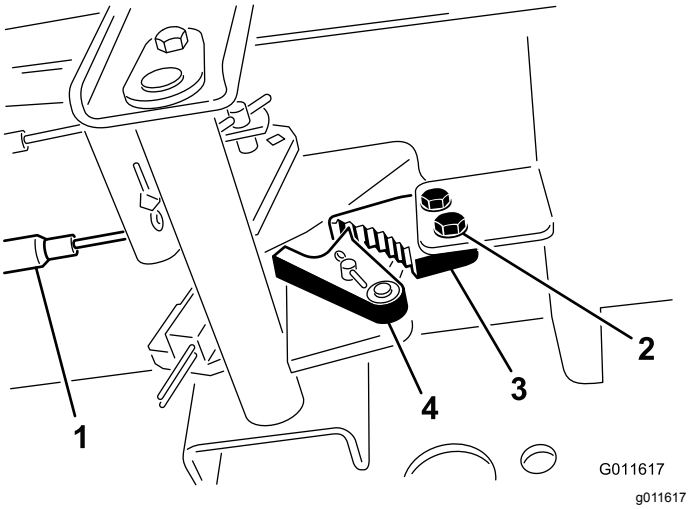

**Figur 67**
1. Lossa de två skruvar som håller fast parkeringsbromsens spärrhake på ramen (Figur 67).
2. Tryck parkeringsbromspedalen framåt tills bromsspärren griper in helt i parkeringsbromsens spärrhake (Figur 67).